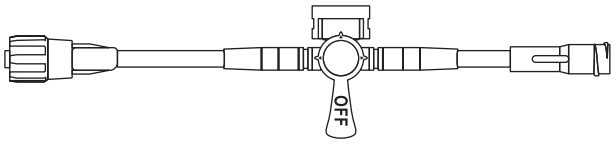

図19 プライム／クリアポジション
＊ (2)各接続部がしっかり締まっている事を確認します。活栓付きプラネクタの場合はハンドルがプライム／クリアポジションにあることを確認します（図19）。
＊ (1)活栓付きプラネクタの場合はハンドルをプライム／クリアポジションにします（図19）。
＊(1)活栓付きプラネクタの場合は、ハンドルをプライム／クリアポジションにします（図19）。